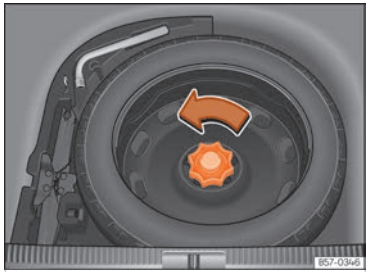

Fig. 237 Al maleter: base de càrrega alçada.
- Gireu la rodeta en sentit contrari al de les agulles del rellotge ››› fig. 237.